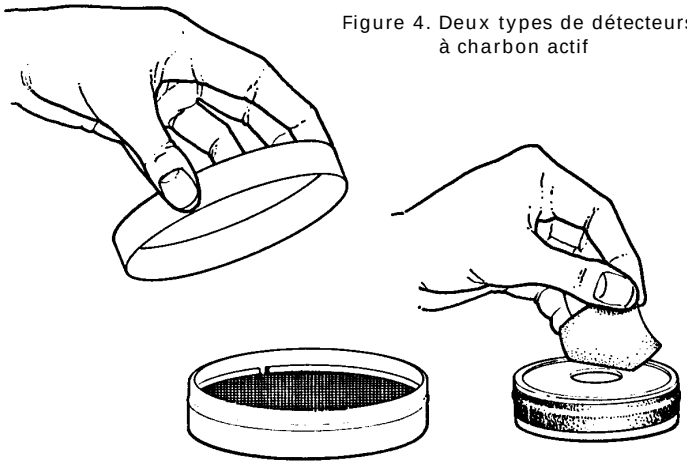

Figure 4. Deux types de détecteurs à charbon actif
- **Détecteurs à charbon actif** - Il s'agit d'un contenant rempli de charbon et recouvert d'un tamis et d'un filtre (voir la **Figure 4**). Exposé à l'air dans la maison durant un intervalle de temps qui varie habituellement de deux à sept jours, le détecteur est ensuite fermé, puis expédié à un laboratoire d'analyse.